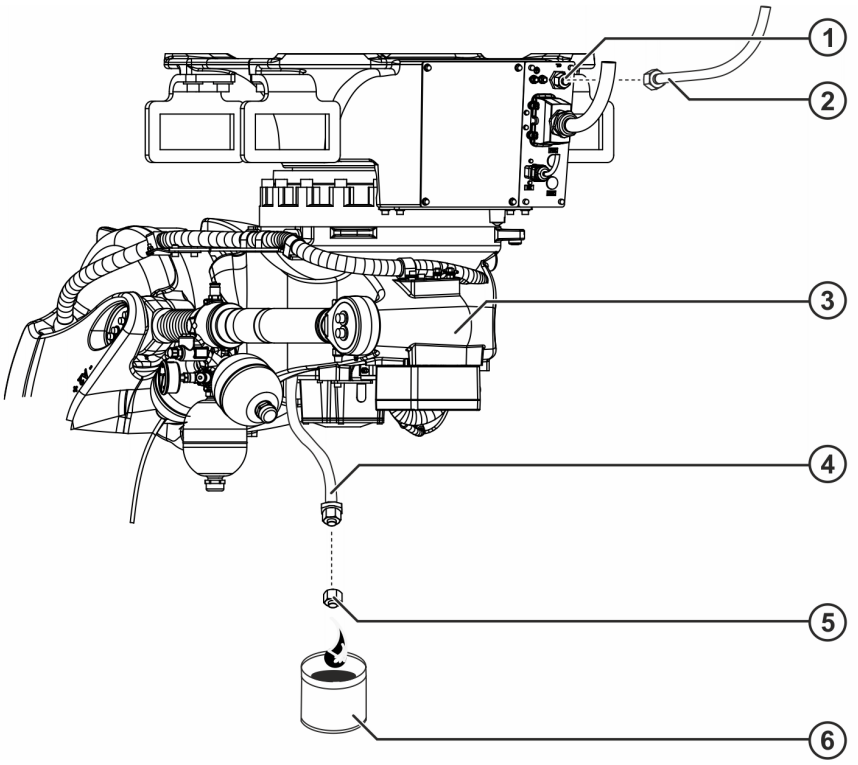

Fig. 8-4: Draining the gear oil from A1
1. Place a suitable receptacle under the installed oil drain hose on the rotating column (>>> *Fig. 8-4*).